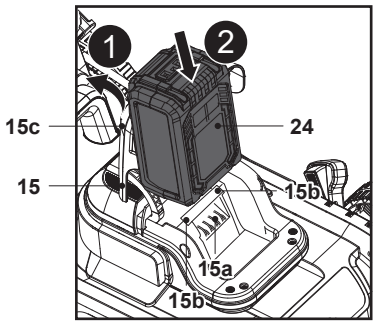

**Fig. 8**
2. Levante la tapa magnética (15c) y abra la tapa del compartimento de la batería (15) (Fig. 8, paso 1).
3. Alinee la batería (24) con las dos ranuras deslizantes (15b) y deslice la batería (24) para acoplarla (Fig. 8, paso 2).
4. Asegúrese de que los contactos eléctricos (15a) estén completamente insertados en la batería (24) y de que encajen en su sitio con un clic.
5. La batería (24) solo se puede instalar en una dirección.
6. Cierre la tapa del compartimento de la batería (15) con cuidado.